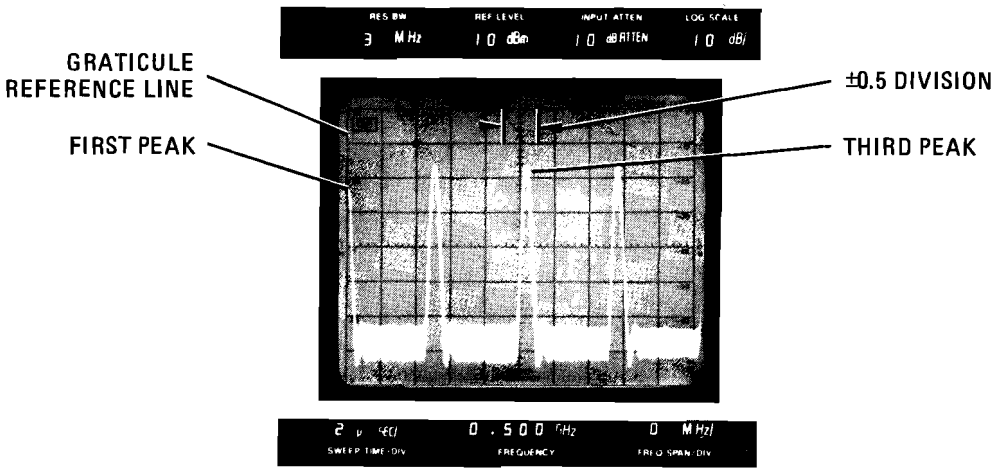

Figure 4-22. Sweep Time Accuracy, 2μ SEC/DIV
f. Adjust TRIGGER LEVEL so the first peak is at the graticule reference line (see Figure 4-22). The third peak should be at the center graticule line ± 0.5 division (± 10%).